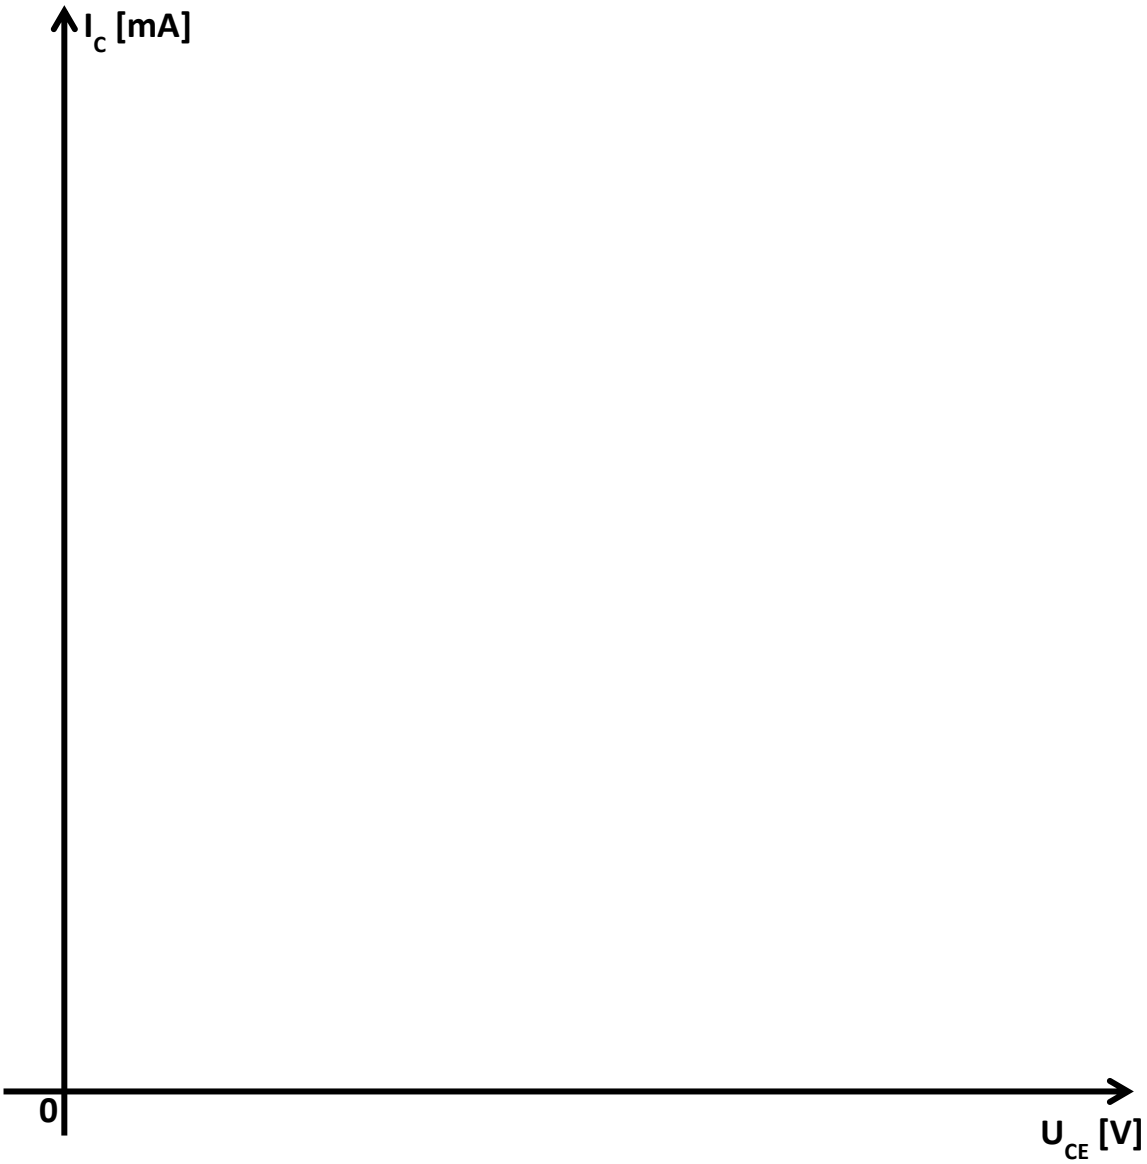

Figura 5.21 Graficul caracteristicilor statice de ieșire a tranzistorului bipolar
9. Punctele de coordonate $\mathbf{I_C}$ și $\mathbf{U_{CE}}$ se reprezintă în sistemul de axe de coordonate din **figura 5.21**;